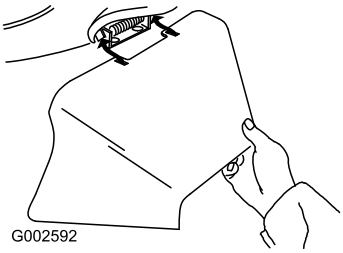

Figura 28
3. Instale el conducto de descarga lateral y cierre la puerta sobre el conducto (Figura 28).